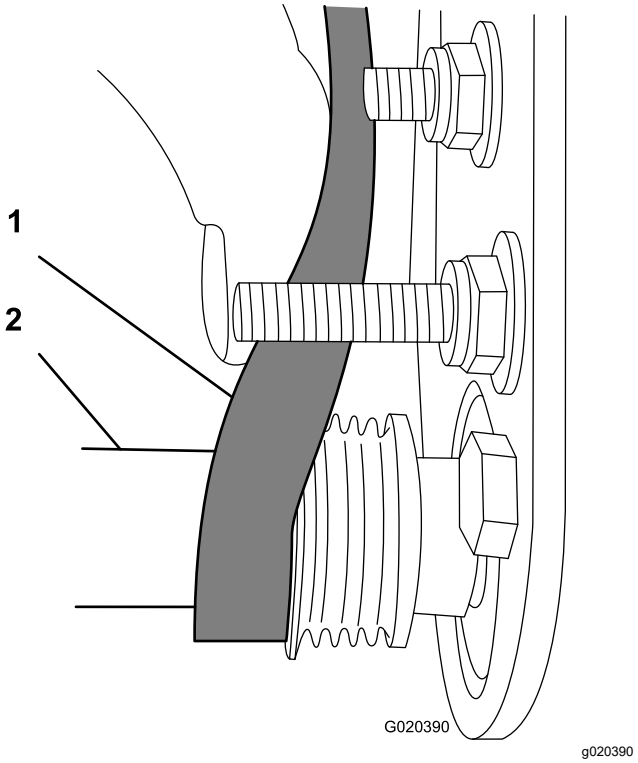

**Рисунок 27**
C. Используйте глубокую головку (9/16 дюйма) для вращения щетки в сборе и установки ремня на ведомый шкив (Рисунок 27).